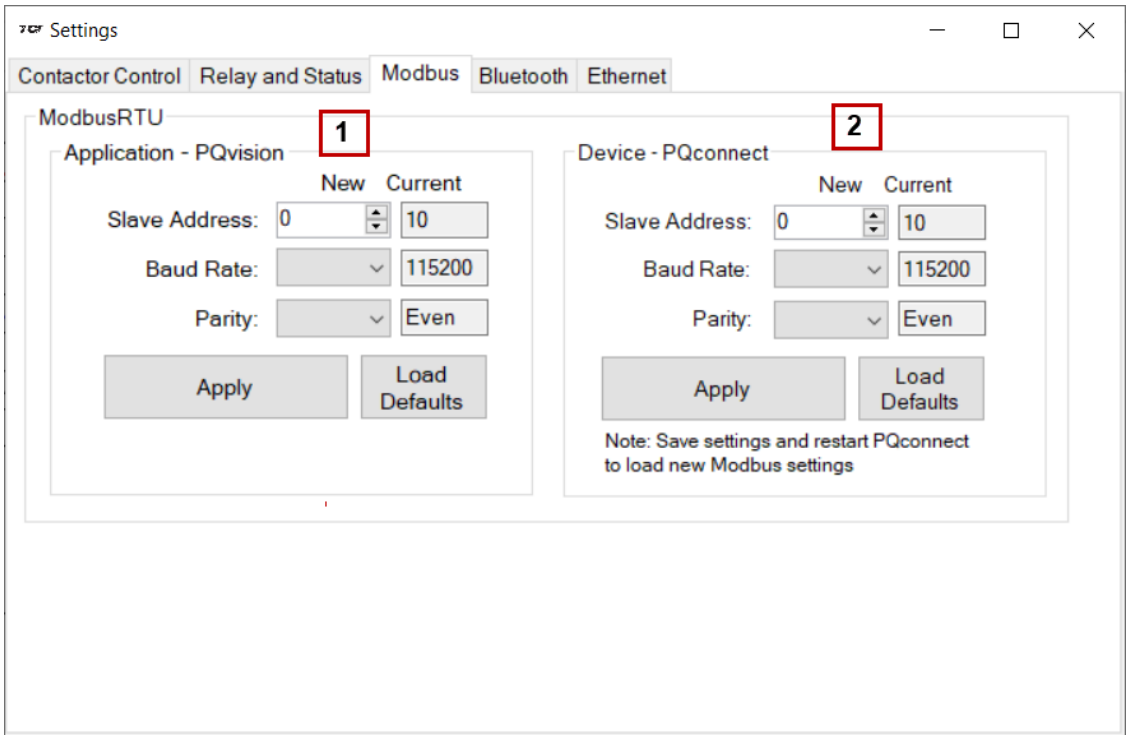

Figure 29: Modbus Settings Menu
- See Figure 29: Modbus Settings Menu for changing the default settings.